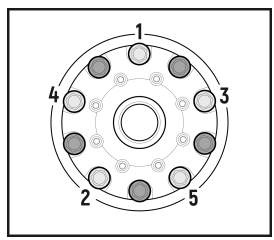
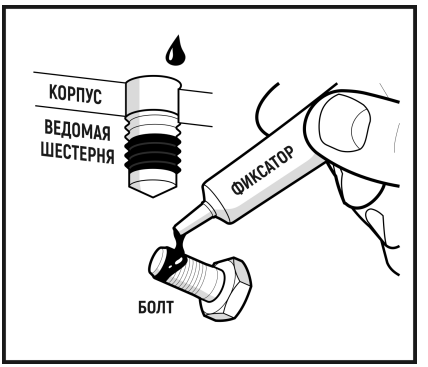

Рис. 13
Рис. 15
- *Нанесите фиксатор резьбы в оставшиеся **пять** резьбовых отверстий шестерни и на резьбу болтов. (**Рис. 15**) Вкрутите эти **пять** болтов и затяните их динамометрическим ключом моментом затяжки, указанным в руководстве по ремонту автомобиля. (**Рис. 13**)*
2.9 Нанесите резьбовой фиксатор на резьбу каждого болта и на резьбовые отверстия шестерни. (**Рис. 15**)